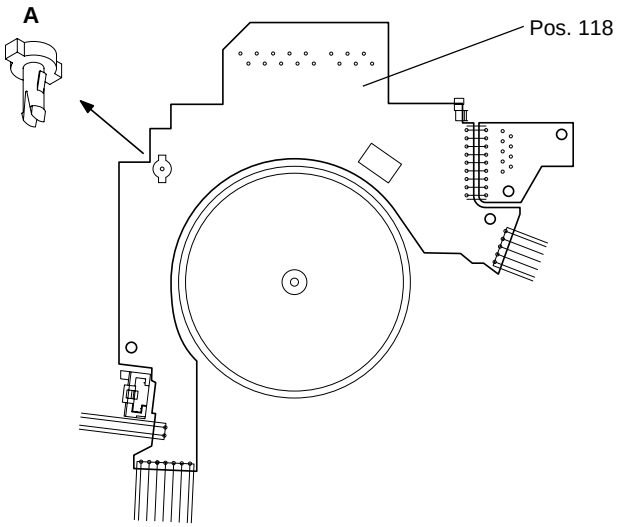

Fig. 20
– Laufwerkplatte–Sensoreneinheit mit Spreizanker A (Fig. 20) heraushebeln und Platinen herausnehmen.
– Lift off the tape deck sensor panel with the expanding arbor A (Fig. 20) and take out the circuit boards.